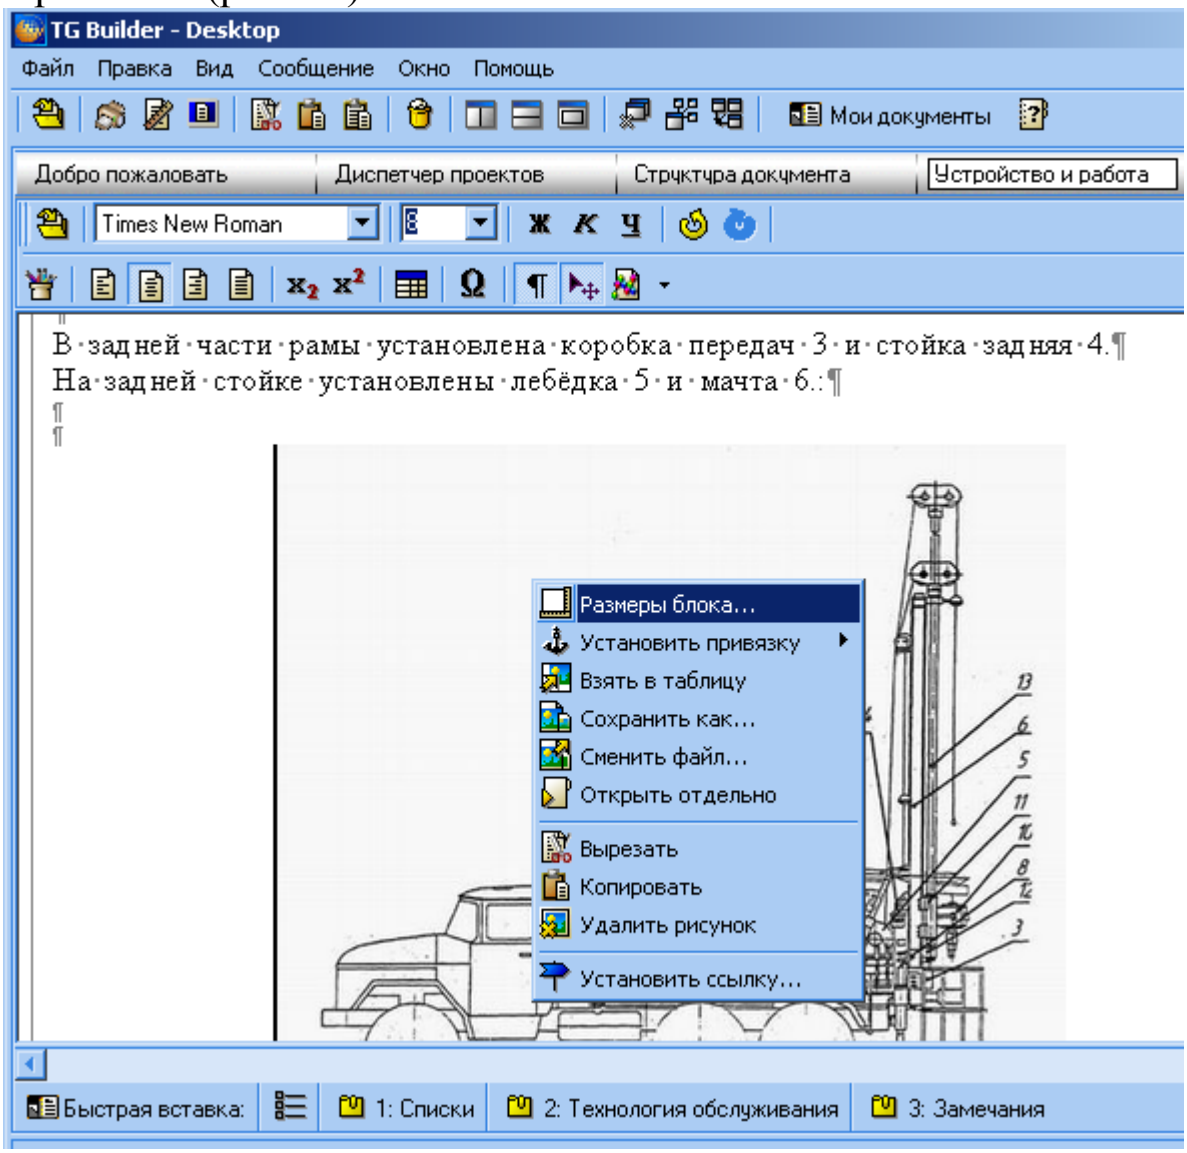

Рис. 15
1. Необходимо взять изображение и вставить в документ, щелчком левой кнопки мыши на изображении выделить его, нажать правую кнопку, выбирать «Размеры блока» (рис. 15).